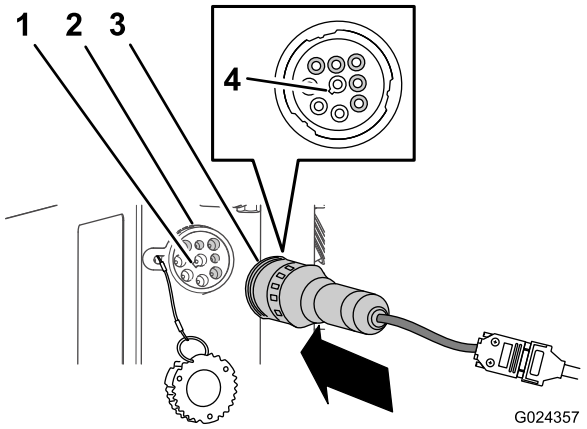

Figure 7
A. Alignez l'encoche de la broche de la prise de diagnostic et l'encoche de la broche de la fiche du faisceau adaptateur (Figure 7).
B. Insérez fermement la fiche dans la prise (Figure 7).